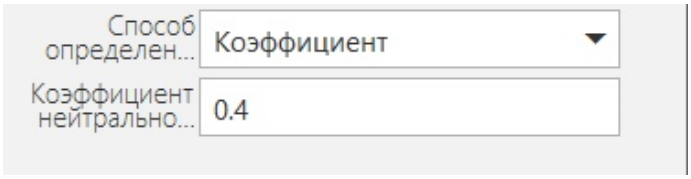

Рис. 1.50
4. На панели Элементы листового тела нажмите кнопку Листовое тело . В разделе Параметры в подразделе Листовое тело укажите толщину **2.0** мм. Обратите внимание на значение в поле Коэффициент: он определяет положение нейтрального слоя и используется при расчетах длин разверток сгибов. Оставьте его без изменения. Ввод параметров заканчивается нажатием кнопки Создать объект ✓ (рис. 1.50).